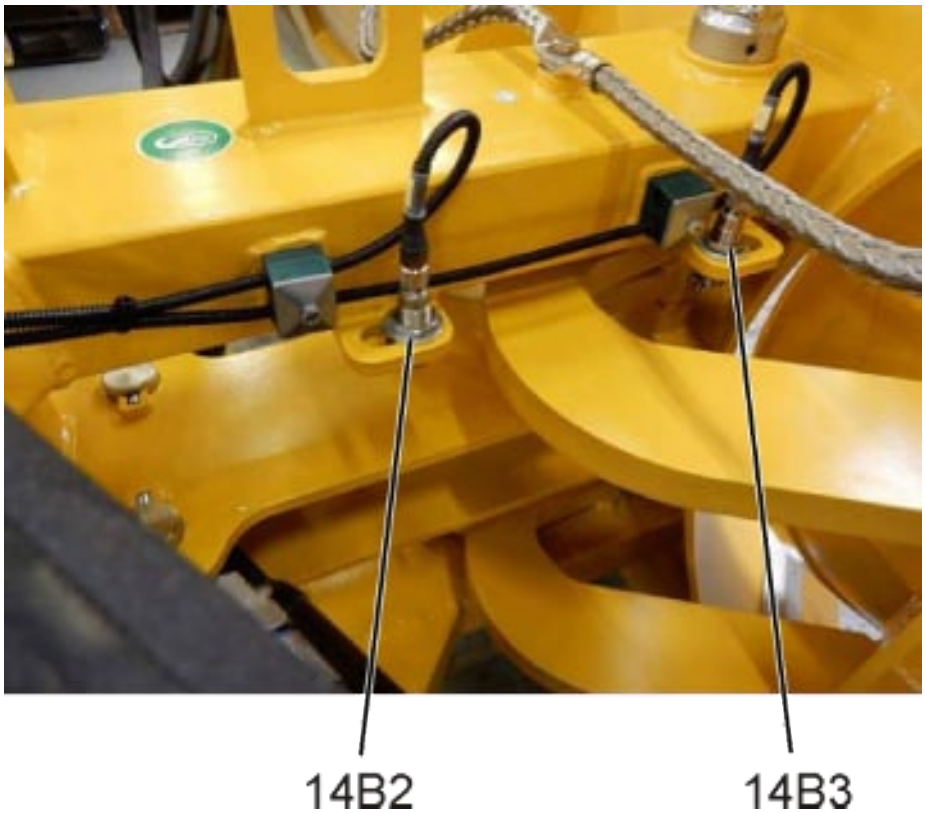

Fig. 7: Sensori 14B2 e 14B3
- 14B2 Fig. 7 - vomere anteriore, a dx, dietro
- 14B3 Fig. 7 - vomere anteriore, a dx, davanti